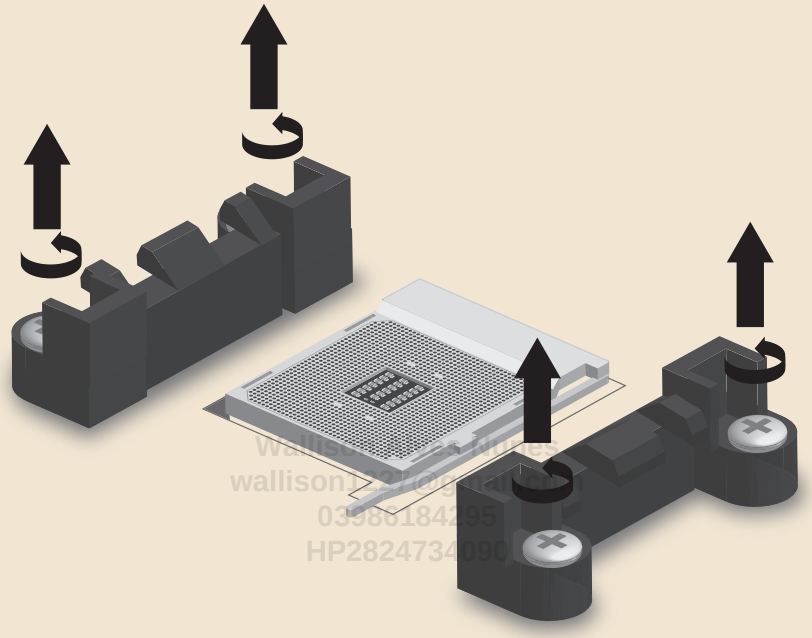

Figura 18.12: Remova os suportes da placa-mãe.
Se o seu processador for AMD, possivelmente terá de remover os suportes plásticos existentes na placa-mãe, conforme mostrado na *Figura 18.12*. Execute este procedimento neste momento. Após remover os suportes, pule para o próximo capítulo e ignore as demais informações presentes neste capítulo.
1. Primeiro, você precisará remover os suportes de fixação presentes na placa-mãe. Para isso, desaparafuse os suportes usando uma chave de fendas Phillips número 2. Ver Figura 18.12.